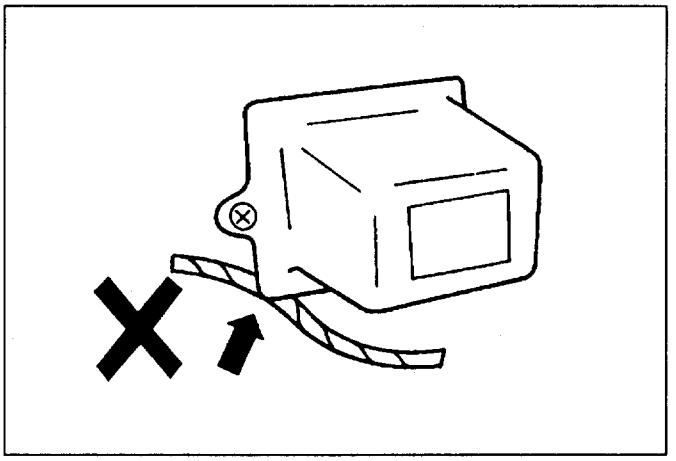

Fig. 8-13
1. When installing the parts, be careful not to pinch or wedge the wiring harness (Fig. 8-13).